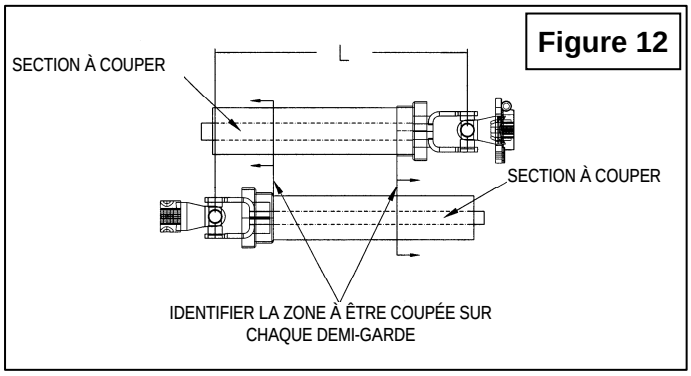

Figure 12
3. Placer les deux demi arbres l'un à côté de l'autre et trouver la longueur **"L"** entre les deux centre en centre des joints universels. Identifier la zone à être couper sur chaque demi-garde tel qu'illustré à la **Figure 12**.